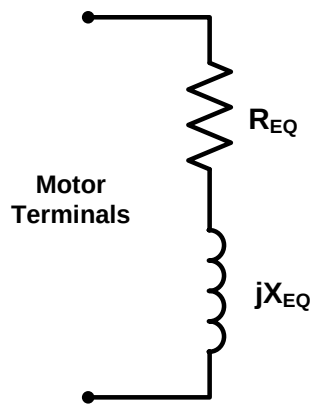

Figure 10: Induction Motor Equivalent Circuit
Step 8: Let's next model the induction motor at this operating point by an equivalent impedance as shown in Figure 10. You can calculate R_{EQ} and X_{EQ} using the values for P and Q or by directly evaluating the impedance from the voltage and current phasors.